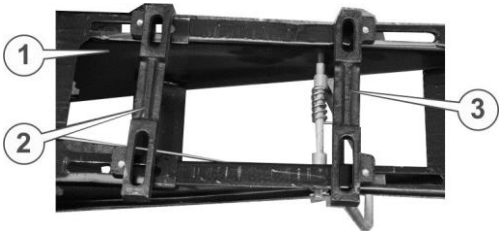

Рисунок 18. – Рама
13. Послабити болти кріплення передньої (3) (див. рис. 18.) та задньої (2) балок кріплення двигуна на рамі (1). Виставити балки перпендикулярно рамі таким чином, щоб поздовжня відстань між пазами балок дорівнювала поздовжній відстані між кріпильними отворами в інсталяційних лапах двигуна.